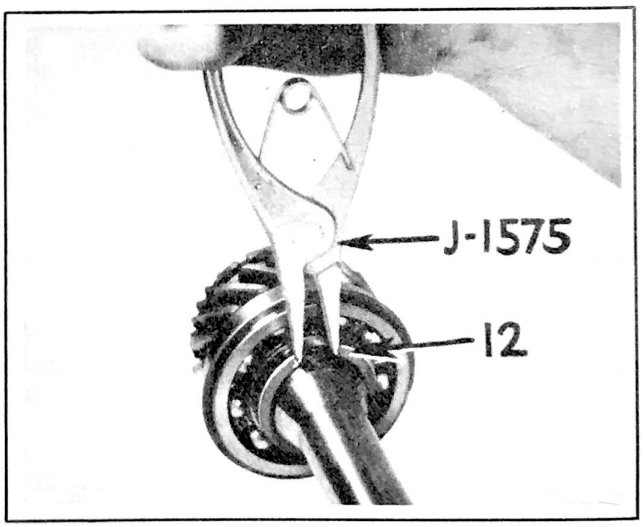

Figure 232 - Removing Main Drive Gear Bearing Retaining Lock Ring Using Pliers J-1575
35. Remove main drive gear lock ring (12) by spreading with Pliers J 1575. Fig. 232)